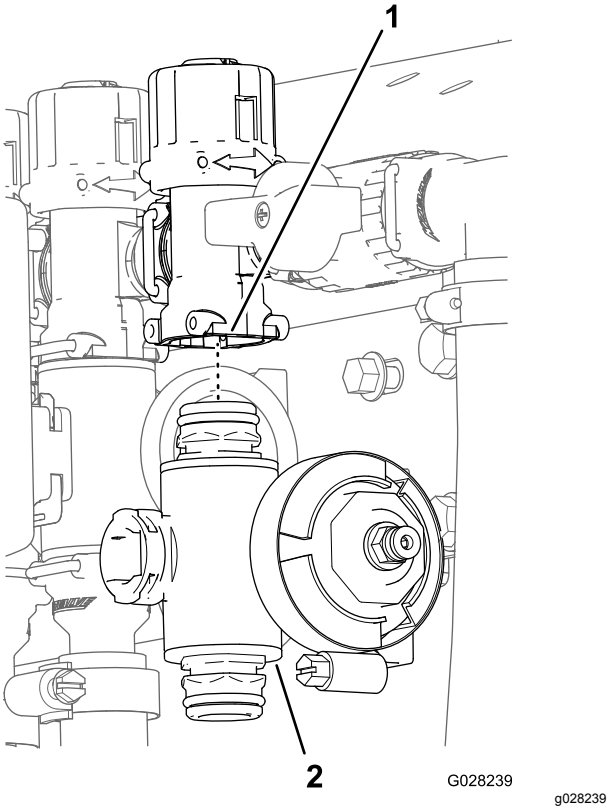

Figur 96
3. För den högra eller vänstra sprutrampssektionens ventil tar du bort flänsskruven och flänslåsmuttern som håller fast sektionsventilen vid ventilfästet, och sedan avlägsnar du ventilgrenröret från maskinen. För centersektionsventilen tar du bort sektionsventilens grenrör från maskinen (Figur 96).